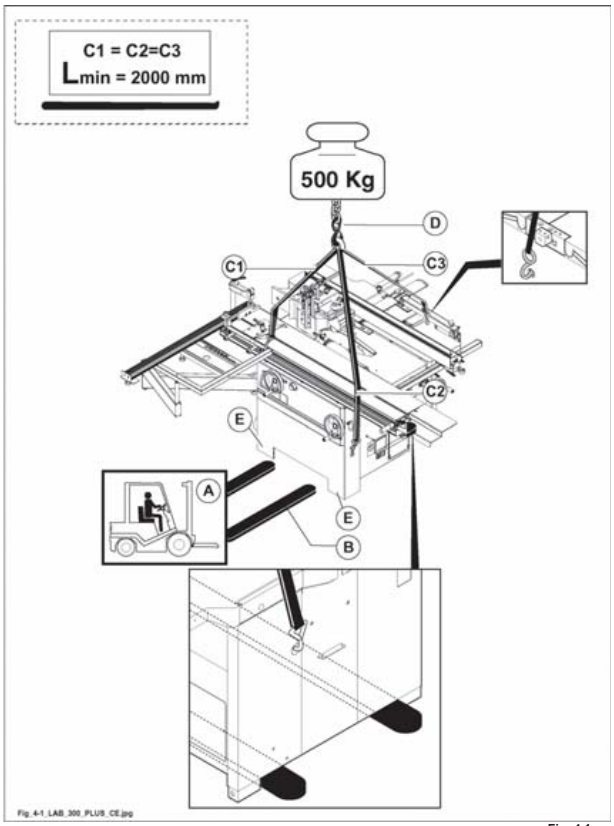

Fig. 4.1
– predisporre di tre cinghie (C fig. 4.1) aventi lunghezza e portata adeguata (lunghezza minima cinghie 2000 mm);
– agganciare le cinghie al carro ponte (D fig. 4.1) di portata adeguata;
– procedere all'assestamento delle cinghie (C fig. 4.1), muovendo il carro ponte con brevi spostamenti fino al raggiungimento della condizione di stabilità ottimale;
– predisporre un carrello elevatore (A fig. 4.1) di portata adeguata;
– inserire le forche (B fig. 4.1) come da figura (tenendole accostate ai due piedi (E fig. 4.1) e verificare che queste fuoriescano di almeno 15 cm dalla parte posteriore del basamento.